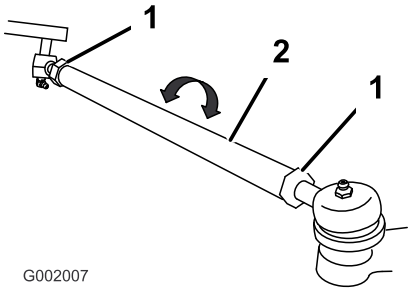

Figur 34
5. Hvis målene ikke faller innenfor det spesifiserte området, løsne låsemutteren i begge ender av parallellstagene (Figur 34).